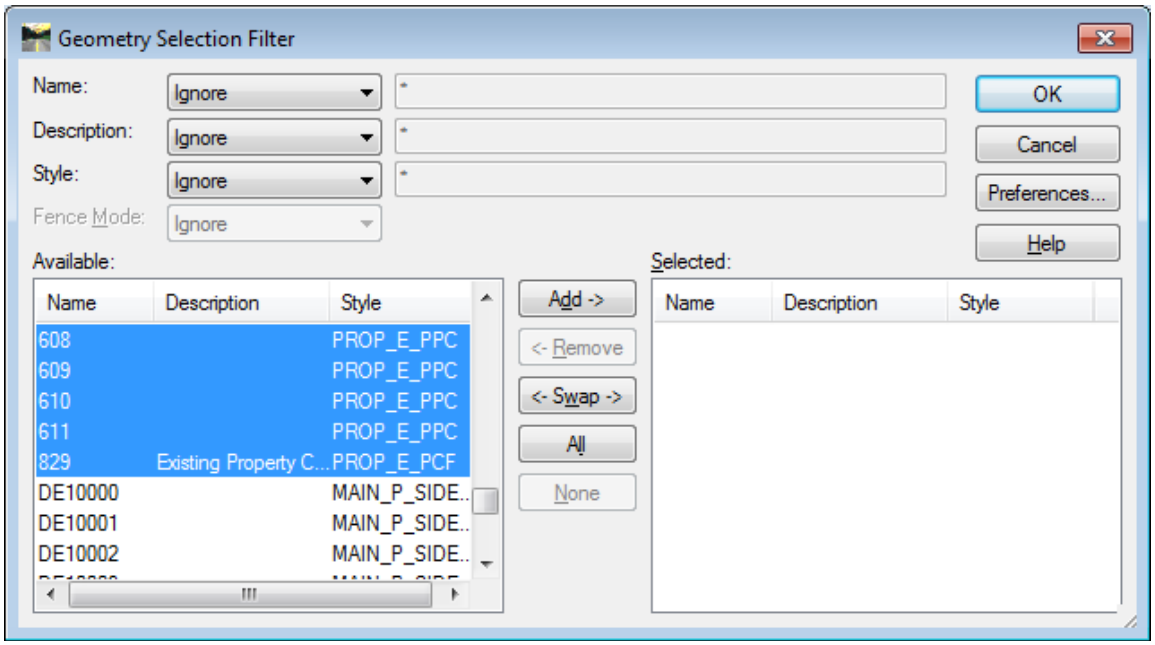

Figure L13-7 Geometry Selection Filter
20.	• Select (highlight in blue) all the Points that do not contain a Prefix. ***HINT**: This may be accomplished by Left clicking on the first Point without a Prefix to highlight it in blue and then scrolling to the last Point without a Prefix and holding down the Shift key while Left clicking the Point with the mouse. All the Points between the first and last should now be highlighted in blue indicating they are selected. ****WARNING**: Be careful not to select any of your Design Points (i.e. those Points that begin with the **DE** Prefix). • Verify the **Geometry Selection Filter** dialog matches that shown in *Figure L13-7*.